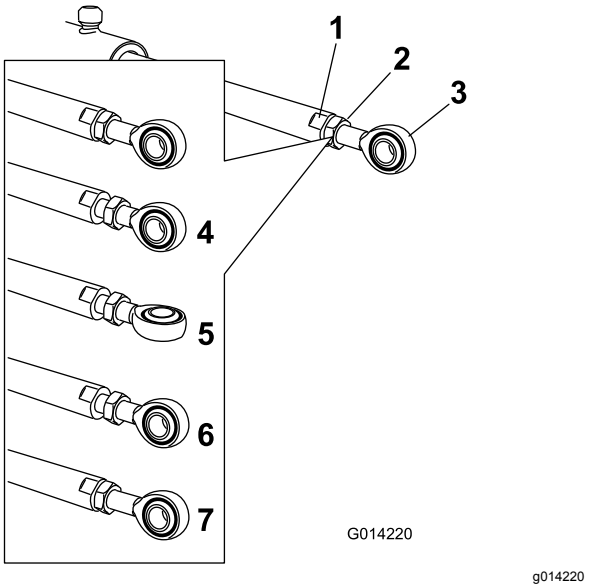

Figur 64
5. Brug en skruenøgle på de flade sider af aktuatorstangen for at immobilisere den, og løsn derefter kontramøtrikken, så øjestangen kan justeres (Figur 64).
6. Drej øjestangen i aktuatorstangen, så den forlængede aktuator forkortes eller forlænges til den ønskede position (Figur 64).